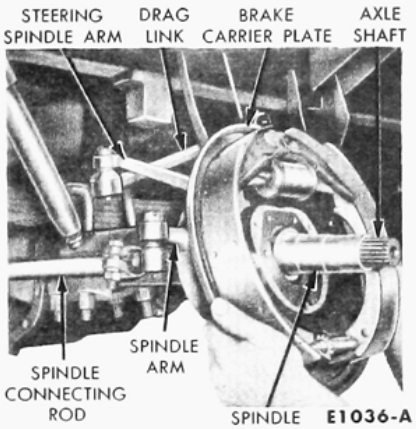

FIG. 11—Brake Carrier Plate Removal or Installation
5. Remove the cap screws which retain the brake carrier plate and spindle to the spindle arm. Remove the brake carrier plate and spindle (Fig. 11).
1. Position the spindle and the brake carrier plate on the steering arm, and then install the retaining cap screws (Fig. 11). Install the oil baffle.